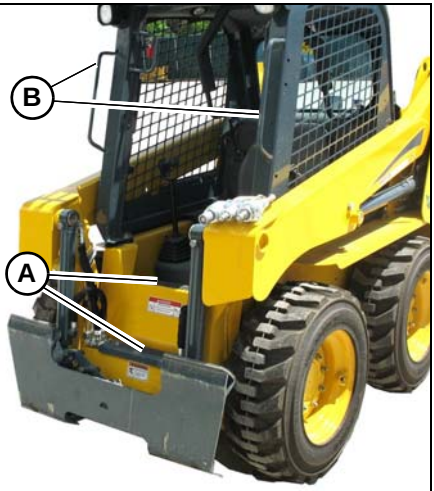

Figure 50 – Cab Entry/Exit Handles/Steps
WARNING **Use only steps (A, Figure 50) and handles (B) on the machine when entering/exiting. Keep the steps and the handles clean to ensure a secure hold at all times. Never use the controls as hand holds. Remove dirt (oil, grease, earth, snow and ice) from handles (B), steps (A) and your shoes before entering the cab.**